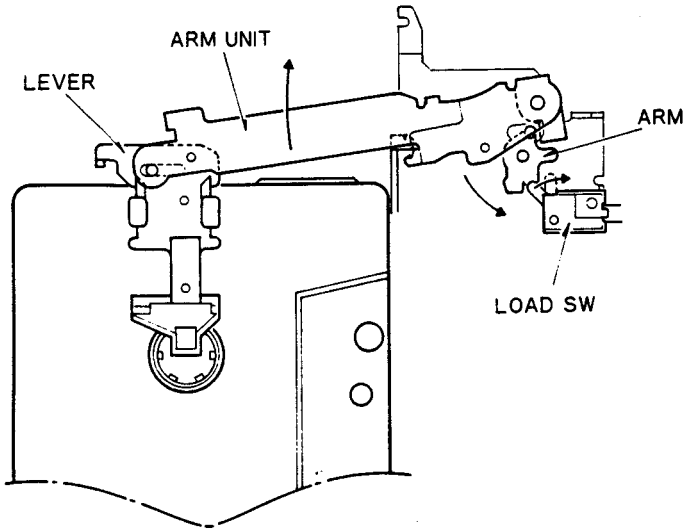

Fig. 8
(1) Loading of a tape cassette causes an arm unit to turn, which causes the load switch to turn ON. With the load switch ON, a motor runs to cause all gears other than FF/REW idler gears to mesh and forward and reverse idler gears rotate in the respective play direction. Now the ATSC state is obtained (Figs. 8 and 9).